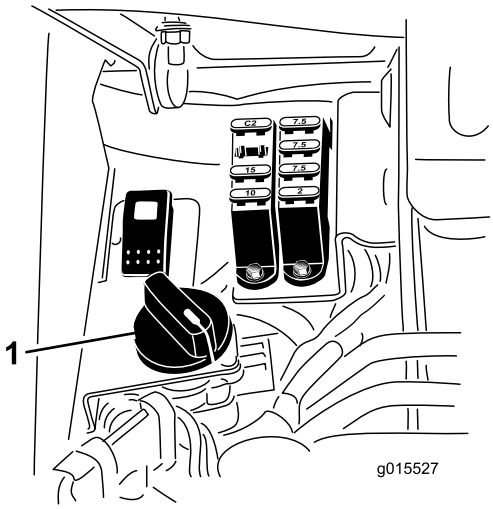

**Figur 41**
4. Ställ in cylinderhastigheten genom att vrida reglaget (Figur 41) tills indikatorpilarna ligger i linje med det nummer som markerar önskad inställning.